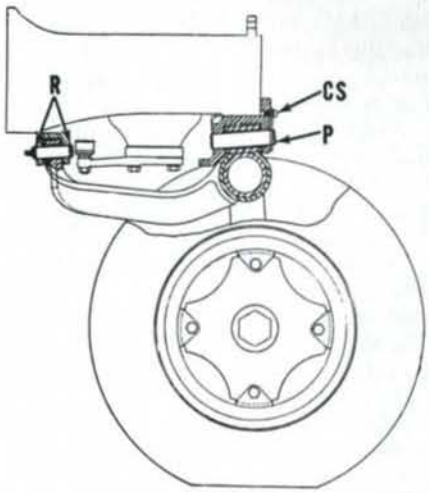

Fig. C504—Axle and radius rod pivot pins installation on models with an adjustable front axle.
5. Radius rod is integral with the axle middle section on all adjustable axle models. To renew the axle and radius rod pivot pins and bushings, first place a floor jack under clutch housing and raise front of tractor enough to just take weight off of front wheels. Remove cap screws (CS—Fig. C504) retaining axle pivot pin (P) to pedestal and withdraw the axle pivot pin. Remove snap rings (R) from radius rod pivot pin and remove the pin. Raise front of tractor, allowing axle to drop down far enough to remove the pivot pin bushings from axle and integral radius rod. New bushings should be final sized after installation, if necessary, to provide a free running fit for the pivot pins. Pivot pin diameters are as follows: